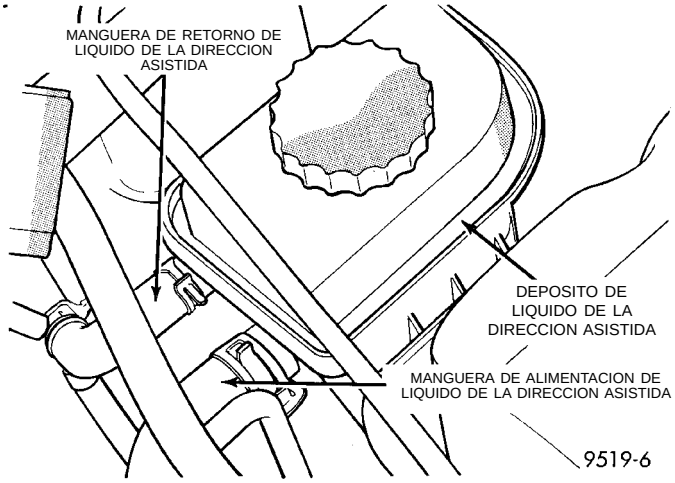

Fig. 33 Mangueras de líquido de dirección asistida en el depósito
(6) Retire las mangueras de retorno y alimentación de líquido de dirección asistida del depósito de líquido de dirección asistida (Fig. 33).
(2) Instale las mangueras de retorno y de alimentación de líquido de dirección asistida en las conexiones del depósito de líquido de dirección asistida (Fig. 33). **Asegúrese de que ambas abrazaderas de manguera se instalen más allá del reborde remachado de las conexiones del depósito de dirección asistida.**